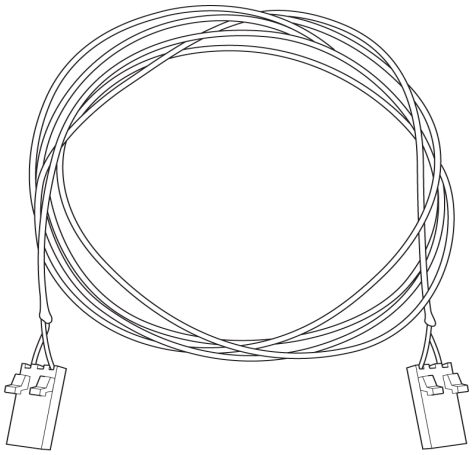

Figure 3.33: Single Clock Cable (one per pod)
- ❑ 1 Clock Cable (see Figure 3.33 on page 98).